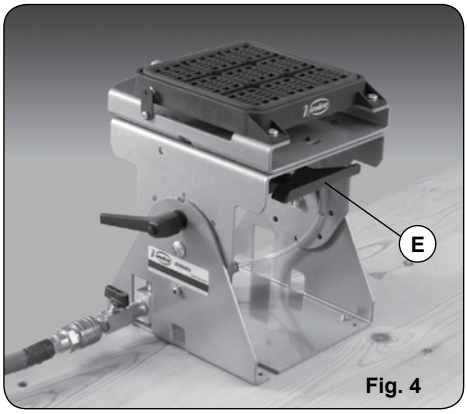
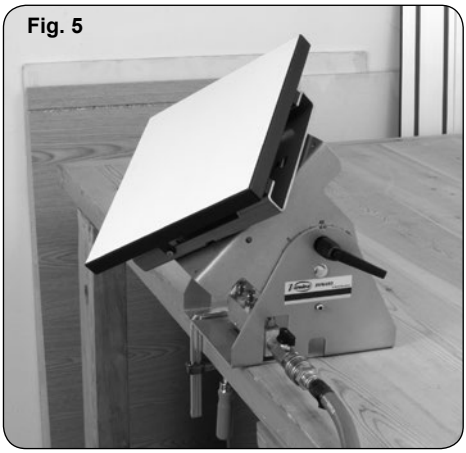

Fig. 4
Fig. 5
• Independientemente, y de forma complementaria con la función de abatimiento, el soporte permite el giro de la pieza a trabajar sobre su propio eje en un circulo completo. Mediante la palanca selectora de giro E (Fig. 4) es posible la retención de la plataforma de giro en posiciones intermedias de giro cada 45° (Fig. 5).
• In addition, independently of the tilt feature, the support enables the piece to be turned in a complete circle on its own axis. Using rotation selector lever E (Fig. 4), it is possible to retain the rotating platform at intermediate positions every 45° (Fig. 5).
• À part la fonction de rabattement, le support permet également la rotation de la pièce à travailler sur son propre axe, en effectuant un cercle complet. Grâce au sélecteur de rotation E (Fig. 4), il est possible de bloquer la plate-forme sur des positions intermédiaires tous les 45° (Fig. 5).
• Unabhängig und zusätzlich zur Schwenkfunktion kann das Werkstück mit der Halterung vollständig um seine eigene Achse gedreht werden. Mit dem Drehwahlhebel E (Abb. 4) kann die Plattform alle 45° in Zwischenpositionen arretiert werden (Abb. 5).
• In modo indipendente e complementare alla funzione di inclinazione, il supporto permette la rotazione del pezzo da lavorare sul proprio asse, formando un circolo completo. Mediante la leva di selezione della rotazione E (Fig. 4) è possibile bloccare la piattaforma di rotazione in posizioni di rotazione intermedie ogni 45° (Fig. 5)
• Independentemente, e como complemento da função de inclinação, o suporte permite girar a peça a trabalhar sobre o seu próprio eixo, num círculo completo. Com a alavanca selectora de rotação E (Fig. 4) é possível a retenção da plataforma de rotação em posições intermédias de rotação cada 45° (Fig. 5)